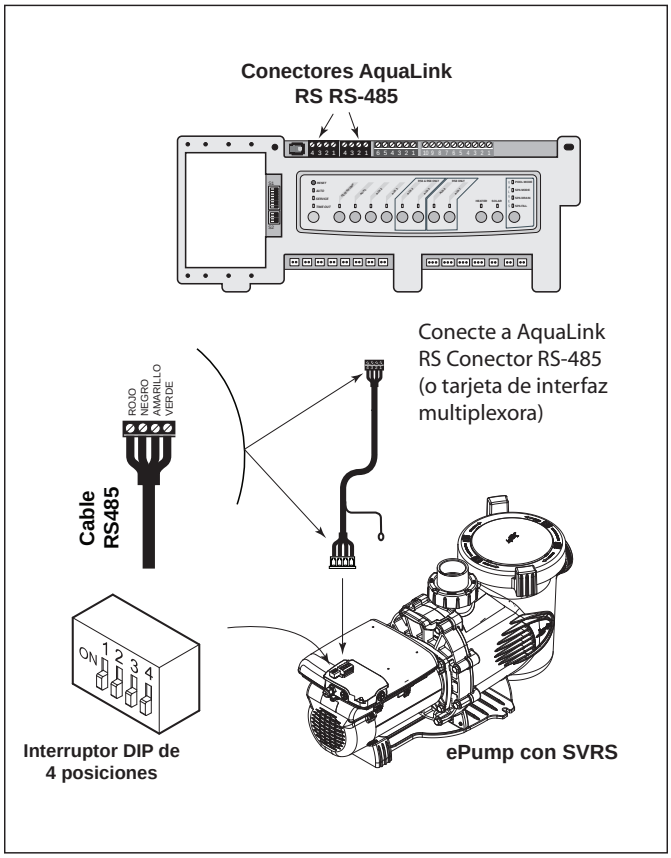

Figura 5. Cableado del controlador AquaLink RS o AquaLink PDA o AquaLink Z4 hacia la ePump
3. Desconecte el conector RS-485 de la ePump con SVRS y conecte los cuatro (4) cables del cable RS-485 al conector RS-485. Haga coincidir los colores de los cables con las posiciones del conector de la siguiente manera: 1- rojo, 2- negro, 3- amarillo y 4- verde. Véase Figura 5.
5. Deslice los interruptores DIP 1 y 2 hacia abajo para que queden en la posición de apagado. Véase Figura 5.